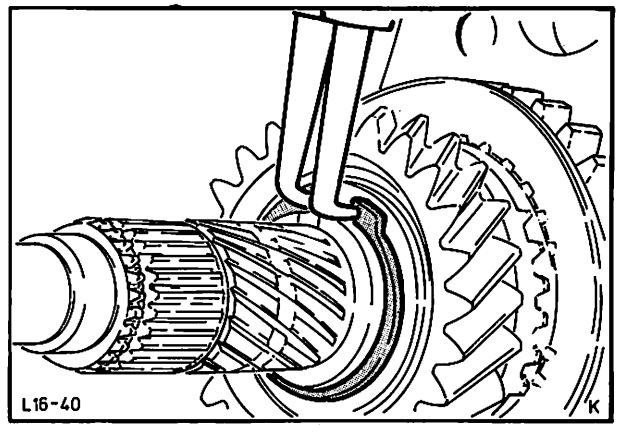

Abb. 53 Sicherungsring von Synchronkupplungsnabe 1./2. Gang entfernen
21. Zahnrad 2. Gang nach Entfernen des Sicherungsringes und der Anlaufscheibe von der Hauptwelle abziehen, Abb. 53.